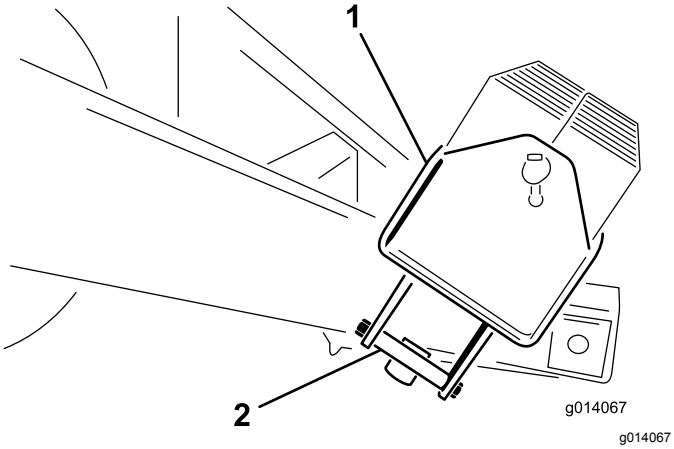

Figur 5
2. Afmonter boltene (½" x 5½") fra monteringsbeslaget, der fastgør vægtkassen. Fjern monteringsbeslagene (Figur 5).